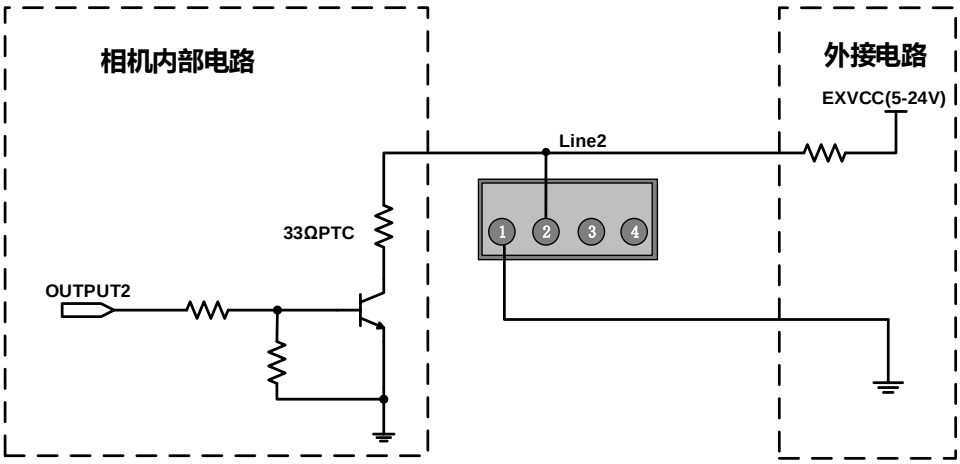

图 7-10 Line2 配置为输出引脚时相机内部等效电路
- Line2 配置为输出引脚时，相机内部等效电路如图 7-10 所示，以 Line2 为例